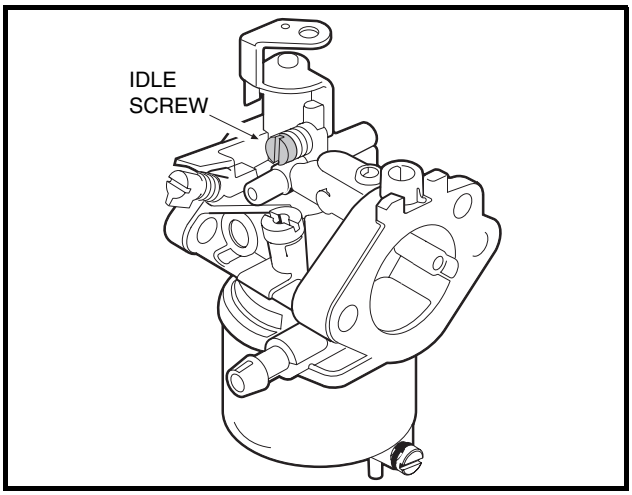

Figure 14-7 Idle Screw
1. Loosen the carburetor idle screw so that it is not touching the throttle lever **(Figure 14-7, Page 14-10)**.
1. With the engine running and the Forward/Reverse handle in NEUTRAL, attach a tachometer (CCI P/N 1016112) to the spark plug wire and adjust the idle screw on the carburetor until the tachometer reads 1200 to 1250 RPM **(Figure 14-7, Page 14-10)**.